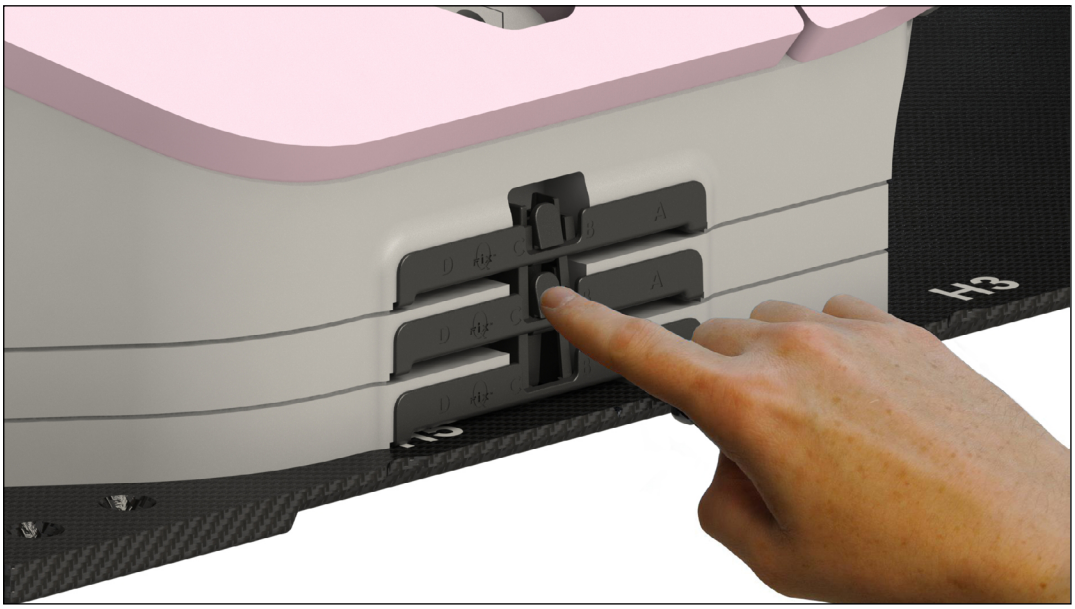

Abb. 10
4. Um die Höhe der Vorrichtung zu reduzieren, nehmen Sie die Access Prone G2 oder Access Prone Vorrichtung ab. Drücken Sie die Freigabetaste an beiden Seiten der Indexplatte (Abb. 10).